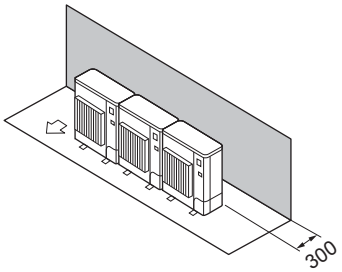

Fig. 2-8
① Окружающие предметы - только сзади (Fig. 2-8)